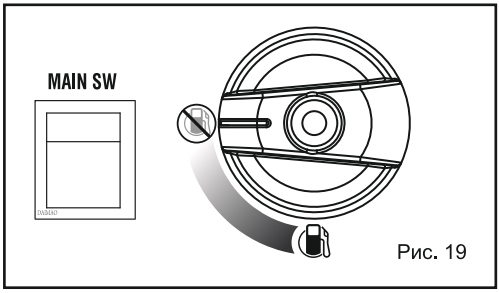

Рис. 19
3. Поверніть ГОЛОВНИЙ перемикач у положення «О».(Рис. 19).
4. Переведіть перемикач FUEL у положення «OFF» (рис. 19).